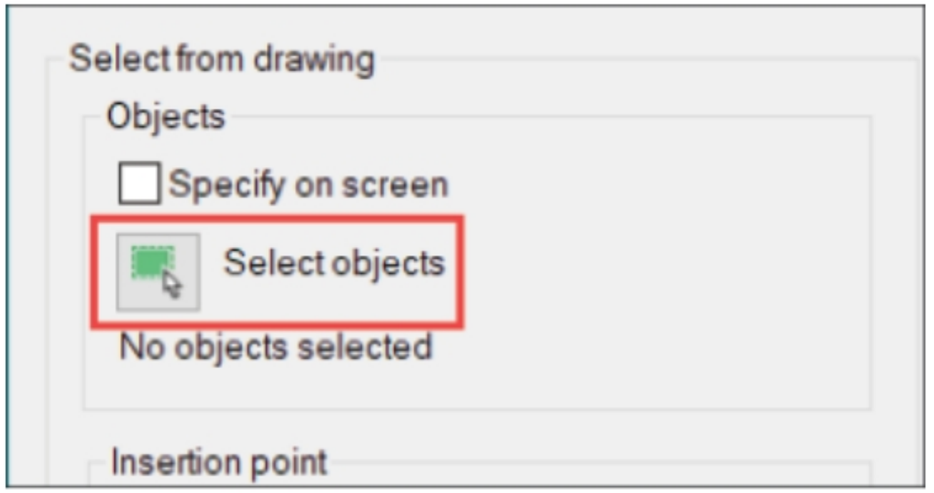

Figure-48. Select Objects button
- Click on the **Select objects** button from the dialog box; refer to Figure-48. You will be asked to select the objects.